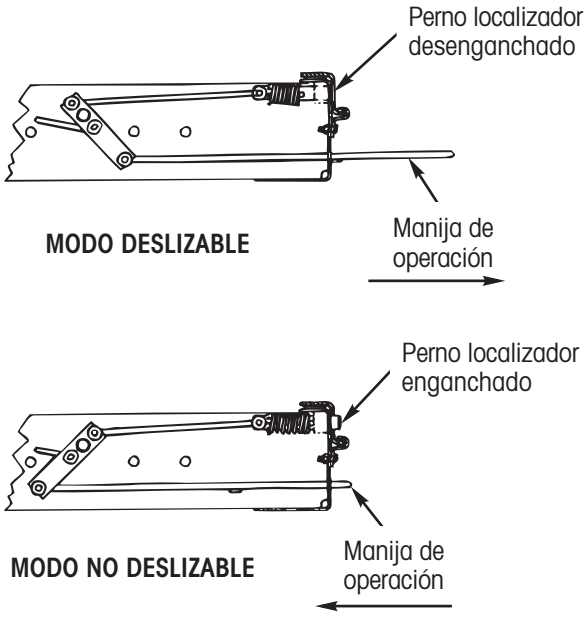

Figura 65. Posición del perno localizador
4. Localice la manija de operación del cuadro deslizable. La manija esta localizada en el lado del conductor al frente del cuadro deslizable; estire hacia arriba y hacia afuera y atore en posición (empuje hacia abajo). Inspeccione los cuatro pernos para que estén desenganchados (los pernos deben de estar al ras o ligeramente hacia adentro de los largueros del cuadro) (Figura 65).
7. Libere la manija de operación (levante y libere), enganchando así los pernos. Inspeccione los pernos, asegurando que exista enganche de los pernos en las cuatro ubicaciones (el extremo del perno se proyecta a través del riel) (Figura 65).